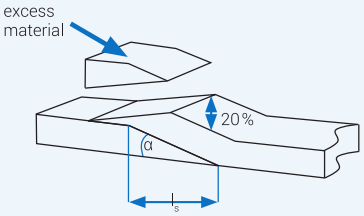

Figure 5
- Cut away excess material with an angle of 15 degrees. The interface should be 20% thicker than the original sealing tape (figure 5).